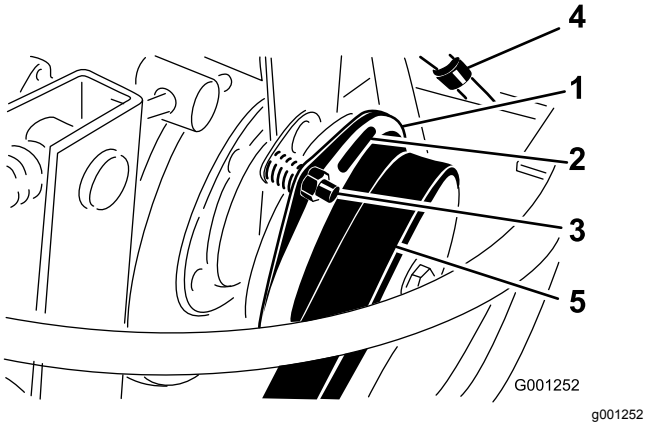

Figur 76
3. Juster avstanden slik at et 0,38 mm følerblad kan skyves mellom koblingsbelegget og friksjonsplaten ved hjelp av lett trykk (Figur 76).
Merk: Du kan redusere avstanden ved å vri mutteren med klokken (Figur 76). Maksimal serviceavstand er 0,76 mm. Justere alle tre avstandene.